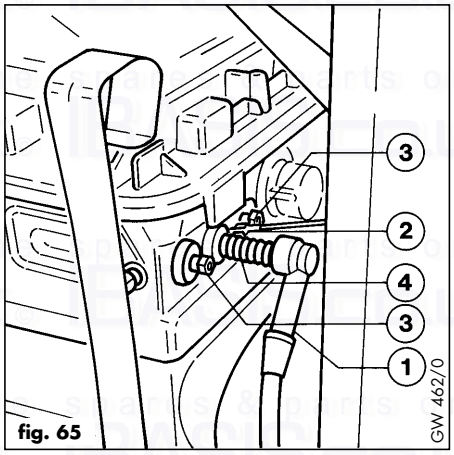
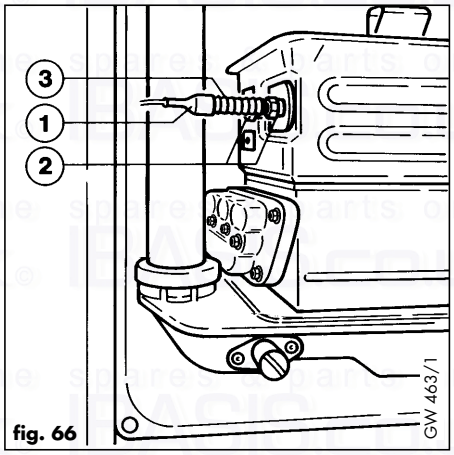

fig. 65
fig. 66
7.5.1 Ignition electrodes (fig. 65).
- Pull off HT lead (1)
- Pull off earth wire (2).
- Remove the 2 retaining nuts (3).
- Remove ignition electrodes (4).
7.5.2 Flame sensing electrode (fig. 66).
- Pull off sensing wire (1).
- Remove two retaining nuts (2).
- Remove electrode (3).